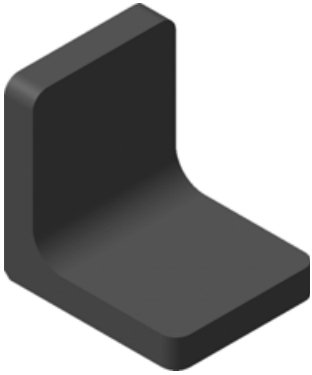

Рис. 6.104
- Откройте документ Ребро-3.m3d из папки Упражнения. В этом документе хранится модель детали Уголок (рис. 6.104).